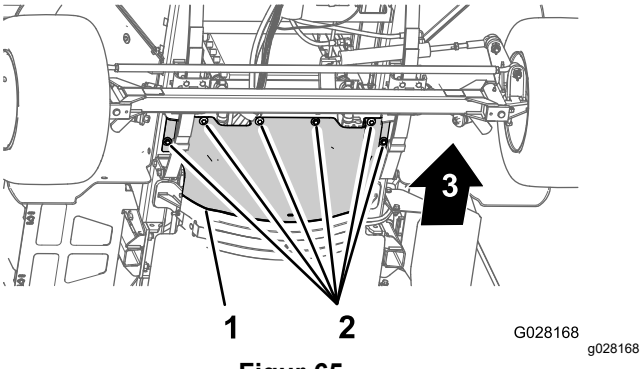

**Figur 65**
3. Ta bort de sex sexkantsskruvarna och sex brickorna som fäster den främre värmeskölden till chassit och ta bort skölden (Figur 65).